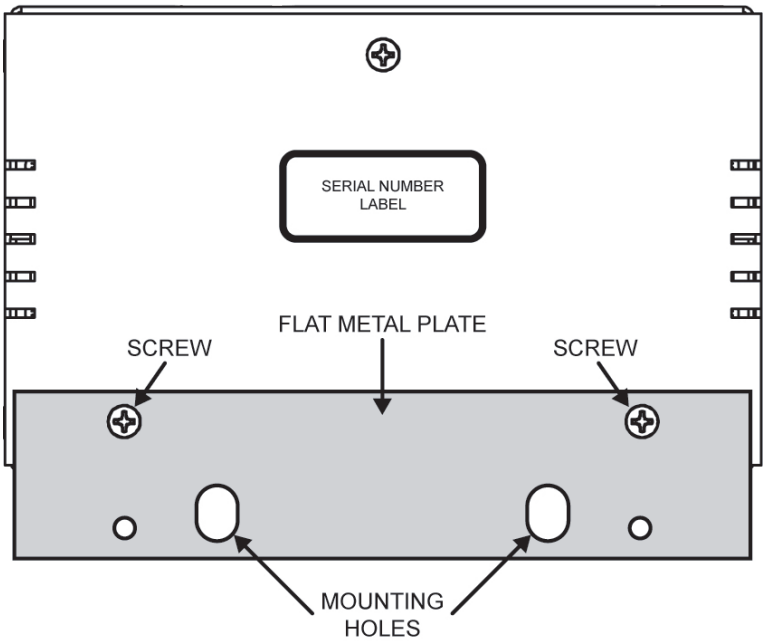

Figure 4.2 Flat Metal Plate Installation Option
2. Install the **Flat Metal Plate** onto the bottom of the chassis **Figure 4.2** using the screws removed in **Step 1.**.